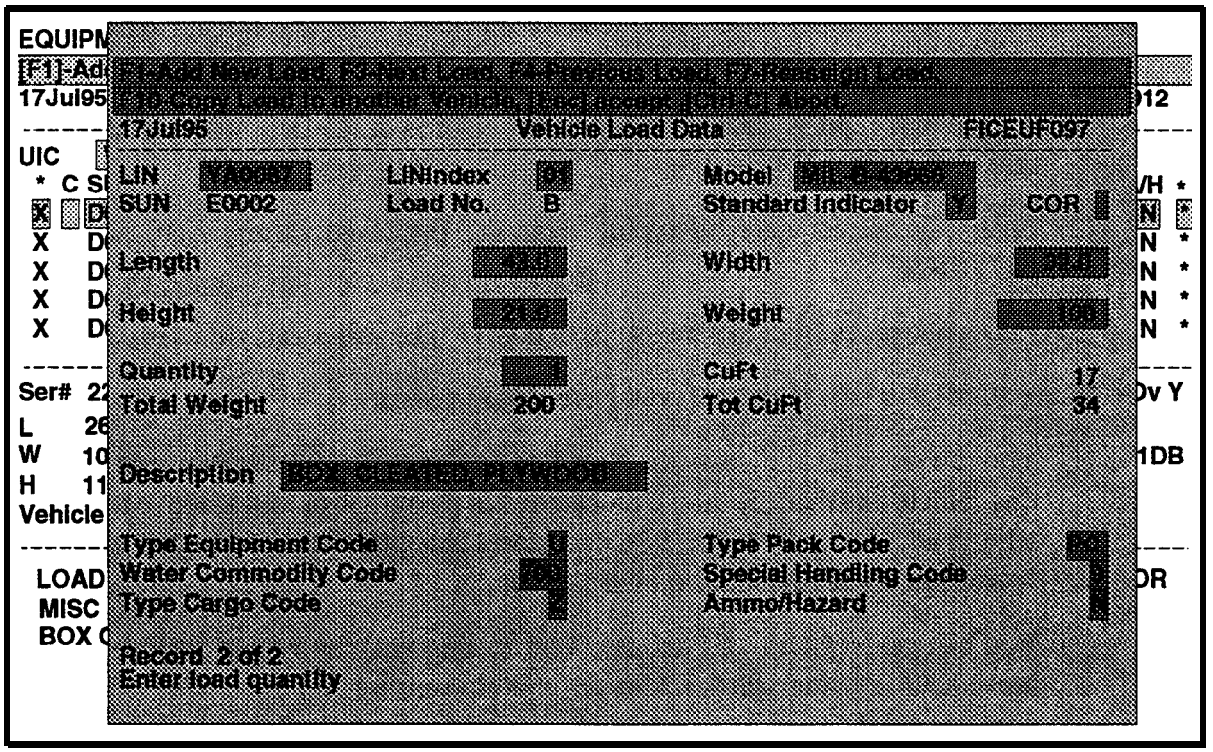

Figure 5-33. Vehicle Load Data Screen
g. Use the cursor control keys to highlight the desired load and press **F8** to open the Vehicle Load Data window which will display the detailed data for this load, as shown in Figure 5-33. **The** cursor **will** be in **the Standard Indicator** field if this is a standard load or in the **Length** field if this is a nonstandard load.
(1) Dimensional data for the load(s) will be accepted even though the new dimensions cause the total number of cubic feet for the load(s) to exceed the cargo **compart-**